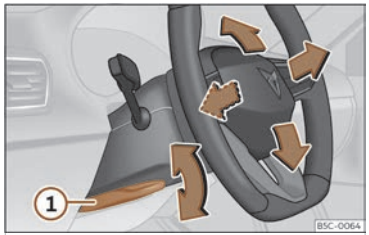

Abb. 65 Hebel auf der linken unteren Seite der Lenksäule.
- Hebel ››› **(Abb. 65) ①** nach unten schwenken, Lenkrad in die gewünschte Position bringen und Hebel wieder bis zum Schließpunkt nach oben drücken.
- **Den Hebel ››› (Abb. 65) ① nach dem Einstellen immer fest nach oben schwenken, damit das Lenkrad während der Fahrt nicht unbeabsichtigt seine Position verändert.**